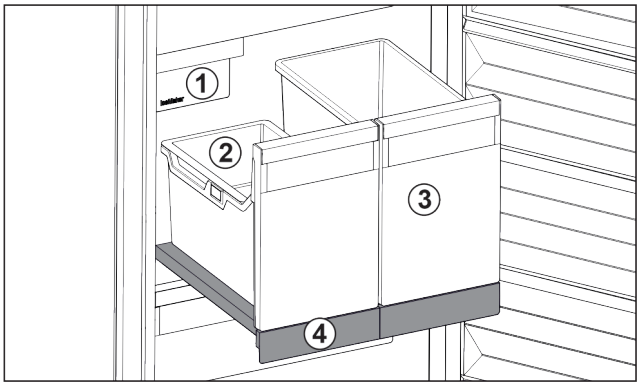

Fig. 117 Pull-out board with IceTower
(1)	IceMaker	**(3)**	Container for pizza or alcoholic beverages, for example
(2)	Hang-on tray for ice cubes	**(4)**	Pull-out board
There are two high (IceTower) containers on the pull-out board. Ice cubes from the IceMaker are collected and stored in the *Fig. 117 (2)* container. The container *Fig. 117 (3)* is suitable for storing tall foodstuffs or beverages such as pizzas or alcoholic drinks.